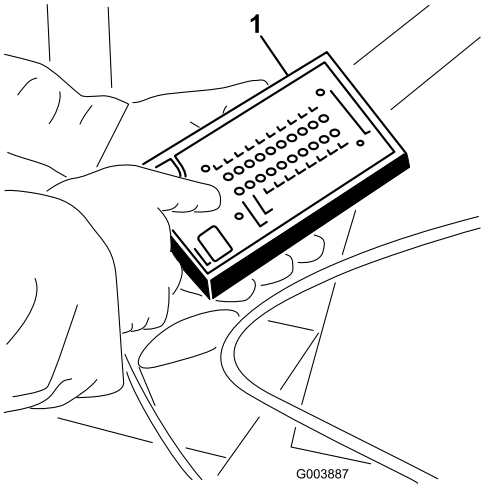

Figur 39
5. Slut ACE-fejlfindingsdisplayets stik til ledningsnettets stik (Figur 39).